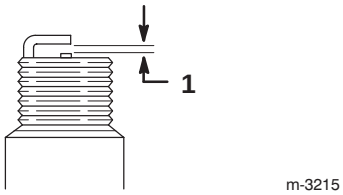

Figur 17
8. Justera gapet på det nya tändstiftet till 0,76 mm som framgår av figur 17.